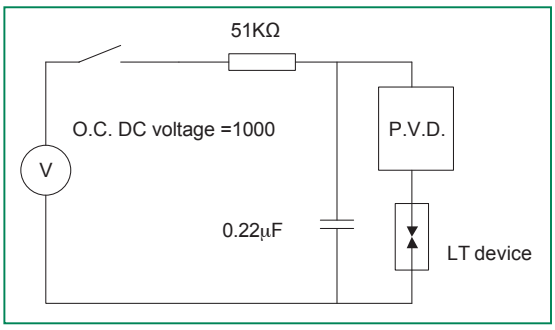
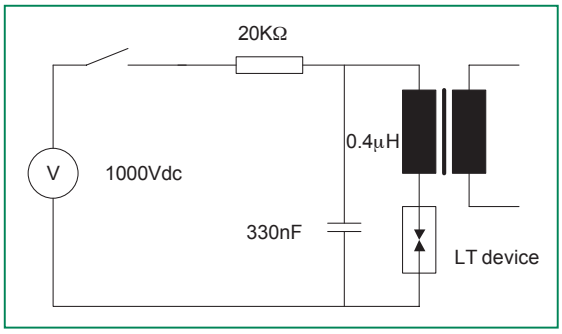

Fig 1. Recommended breakover voltage test circuit (Discharge current = 10-20mA, sensitivity of Peak Voltage Detect = 10-30mA)
Fig 2. Recommended Life Circuit
(1) Measured on recommended test circuit (fig 1.)
(2) Measured @ 100 Volts DC
(3) Current required for transition to on-state
(4) Measured @ 1 MHz, zero Volt bias
(5) Measured on recommended test circuit (fig 2.)